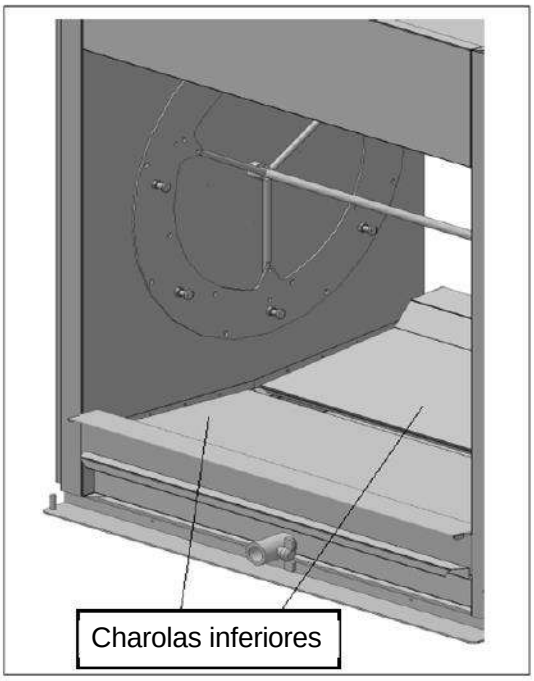

Figura 8
- Coloque las charolas inferiores en el compartimento de rostizado (Vea la Figura 8).